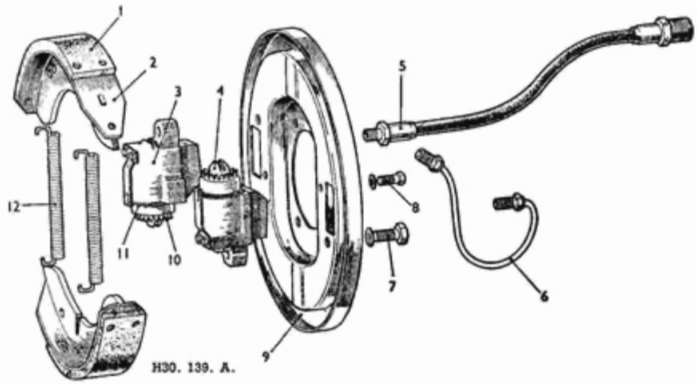

Fig. M.5.
Offer up the wheel cylinders to the back plate and secure with the washers and fixing bolts. Attach the pull-off springs to the brake shoes and offer up the shoes to the backplate, engage the shoes in the slots of the adjuster screw and the opposed wheel cylinder. It is important that the pull-off springs be in the position shown in Fig. M.5 (behind the brake shoes). Refit the hose and the bridge pipe.
The front brake (Fig. M.5) assembly is carried on a backplate (9) to which two diametrically opposed single-ended wheel cylinders (3) are rigidly attached. Each cylinder carries a clicker spring and contains a piston which mounts a slotted adjusting screw (4), a clicker